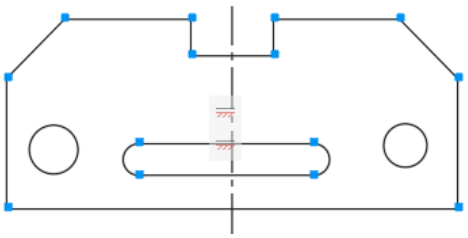

Figure 1-14 *Sketch after applying the Coincident constraint*
17. Draw a slot using the **Center**, **Start**, **End** arc and **Line** tools. The sketch after drawing the circles and the slot is shown in Figure 1-14. You can also draw the profile of the slot using the **Polyline** tool. However, the sketch in this example has been drawn using the **Center**, **Start**, **End** arc and **Line** tools.